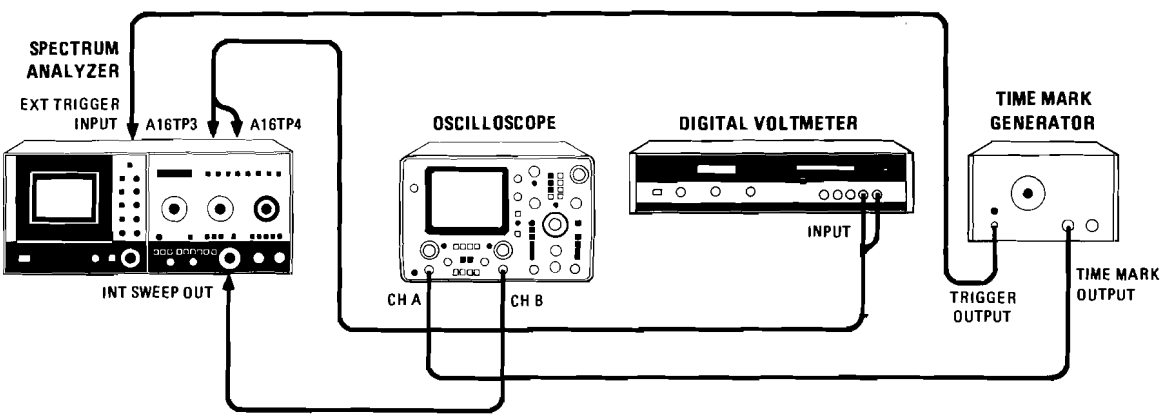

Figure 5-25. Sweep Generator Adjustment Test Setup
b. Reconnect power cord, set LINE switch ON, connect equipment as shown in Figure 5-25, and set 8565A controls as follows: